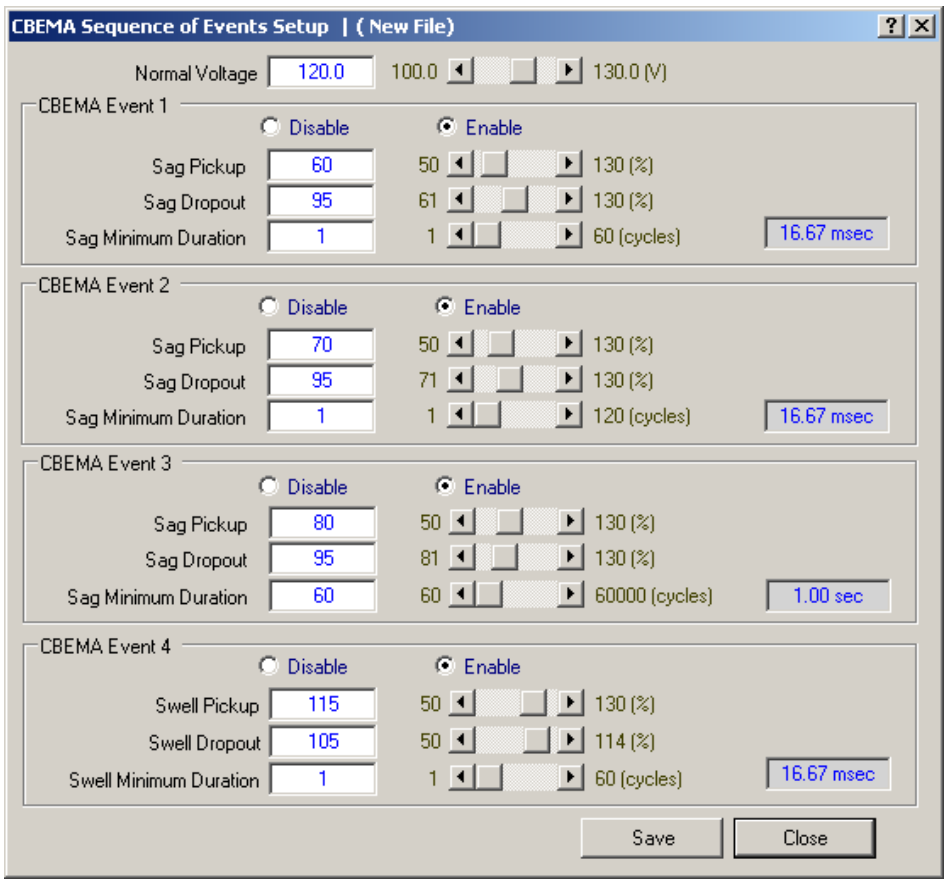

Figure 4-51 CBEMA Setting Dialog Screen
1. Select **Setup/CBEMA Events/Setup** from the TapTalk® toolbar, TapTalk will display the CBEMA Sequence of Events Setup dialog screen (Figure 4-51).